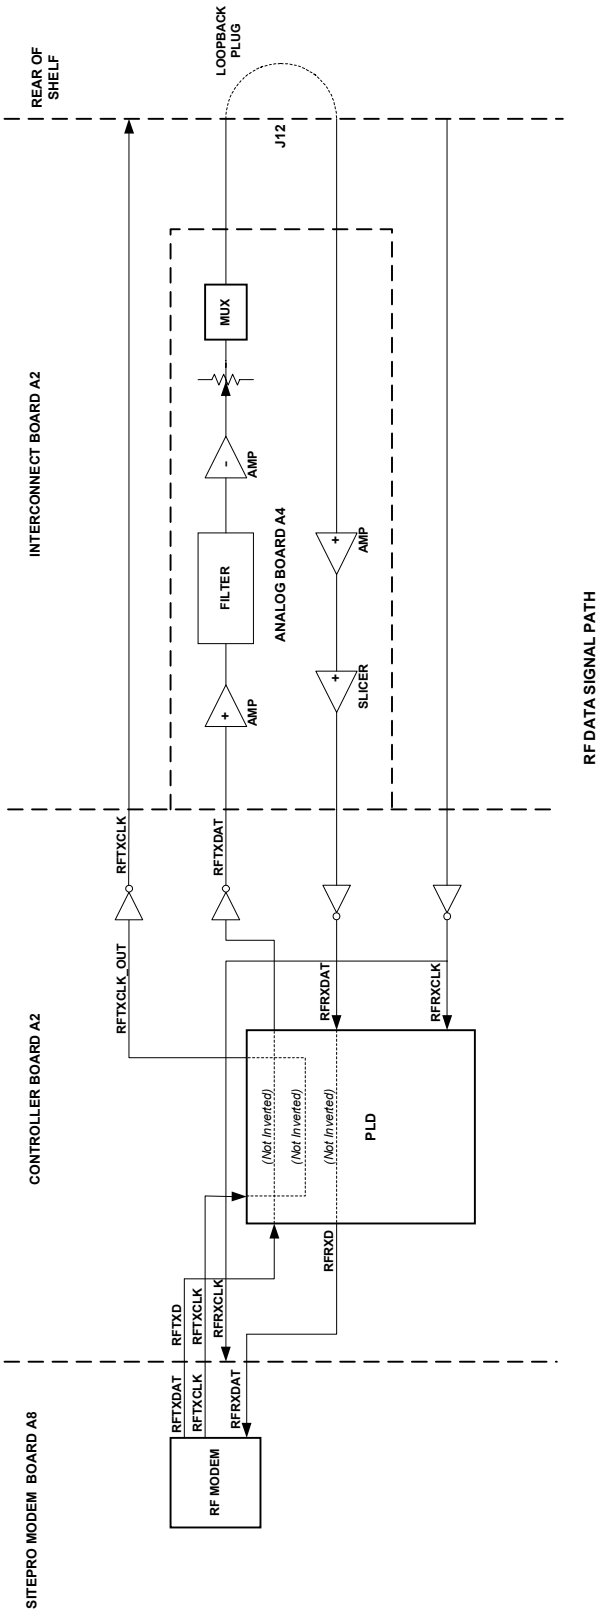
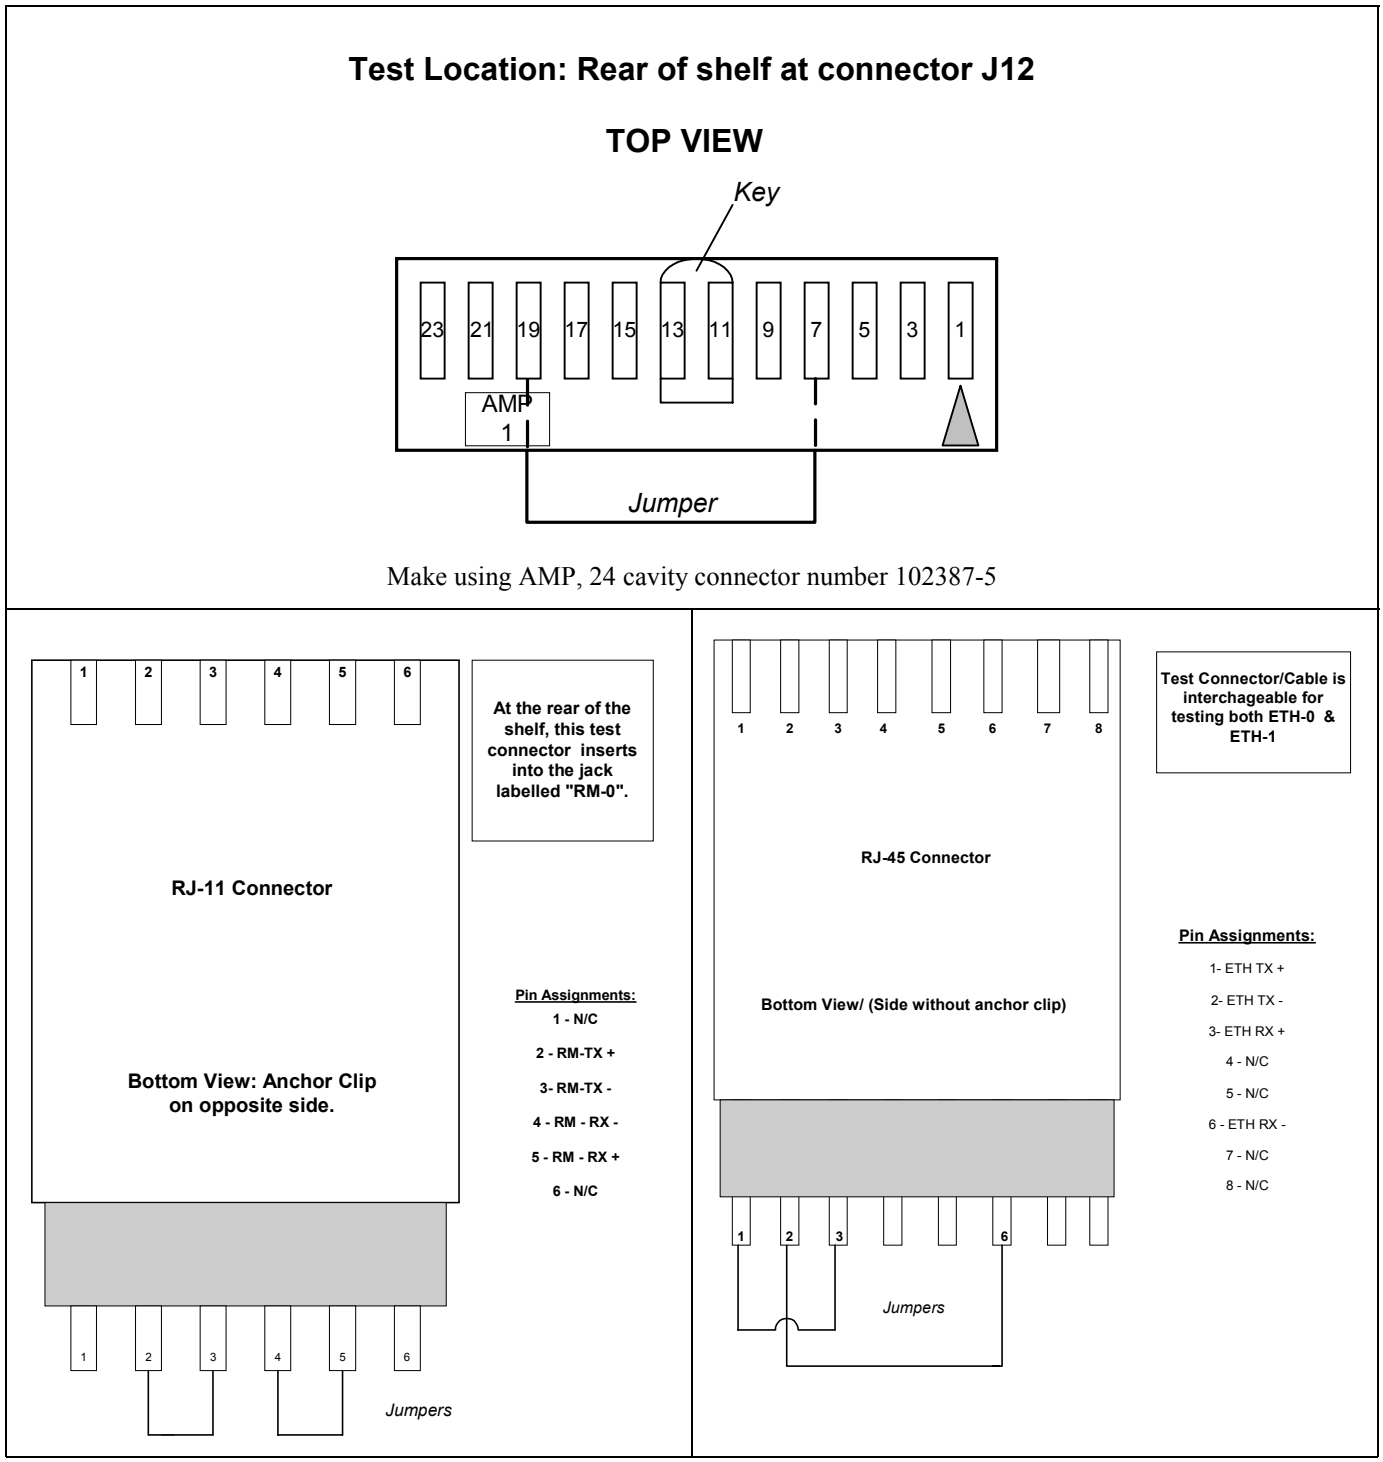

**Figure 14 - RF Data Signal Path**
**Figure 16 - Loopback Test Connectors**
1. Connect a loopback plug(Figure 16 - Loopback Test Connectors) into J12 (EDACS Connector) on the rear of the shelf (Refer to Figure 14 - RF Data Signal Path).